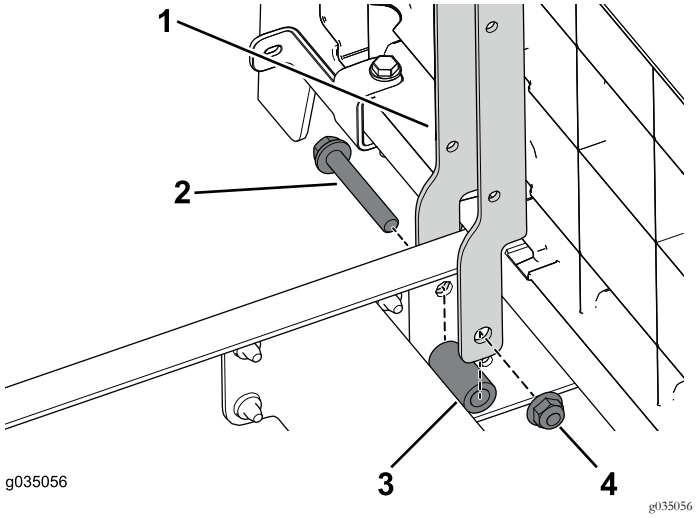

Figur 91
1. Bruk de to boltene (3/8 x 2-1/2 tomme), avstandsstykkene og flensmutrene til å feste den venstre og høyre setestøtten til den fremre delen av maskinen (Figur 91).